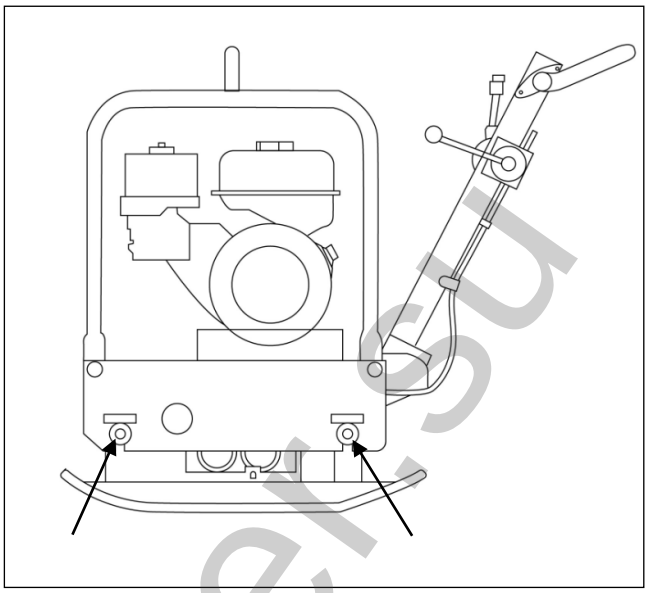

Рис. 29. Регулировка натяжения ремней VP-160RS.
2. Ослабить затяжку четырех гаек крепления рамы с обеих сторон виброплиты и повернуть эксцентриковые шайбы (Рис. 29) так, чтобы рама с двигателем поднялась вверх (Рис. 29). Благодаря этому ослабнет натяжение ремня.